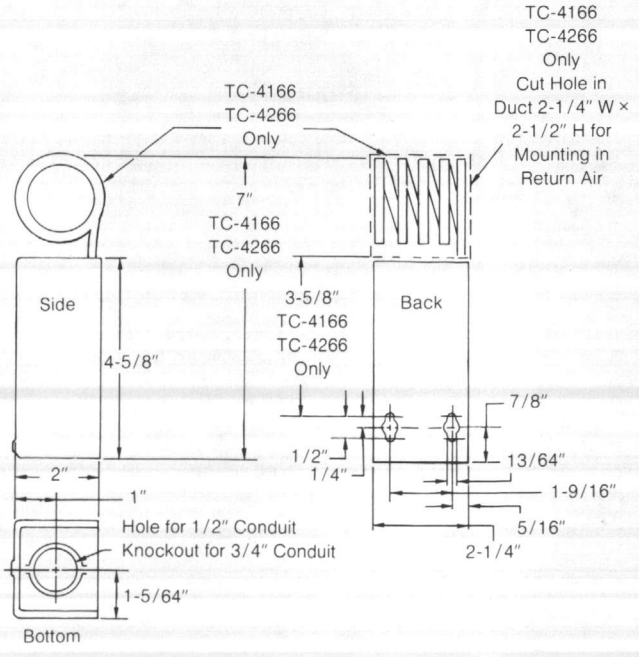

Figure 1. Case Dimensions
Locate the device allowing proper distance to the bulb location. The case can be mounted in any position. Refer to Figure 1 for case dimensions.
1. Remove cover and provide 2 holes for #10 round head screws using the housing as the template or by using the dimensions shown in Figure 1.
1. Prepare duct for mounting by cutting hole and providing mounting screw holes per Figure 1.